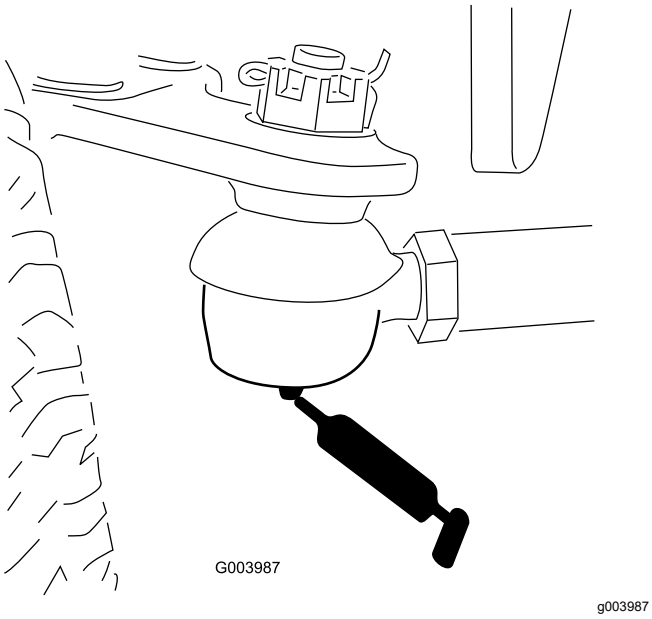

Rysunek 80
- Drążek kierowniczy tylnej osi (2) (Rysunek 80)